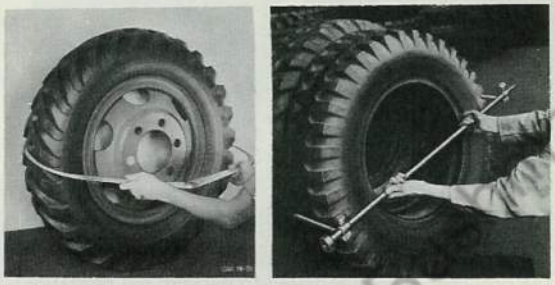

Fig. 9 Measuring Outside Diameter of Tires
B. Use Tires with Same Outside Diameter (Within 1/4")—If tires do not have same outside diameter (within 1/4"), excessive tread scuffing will result. This outside diameter may be measured with a pair of calipers, if such tool is available. Another simple method of selecting tires of equal diameter is shown in Fig. 9. By adjusting tire measuring gauge (Tool No. J-1867) so that it will just slip over the outside diameter of a selected tire, nine more tires, or whatever number of additional tires are needed to have a complete set, may be selected from the tire stores by comparing diameters as illustrated.